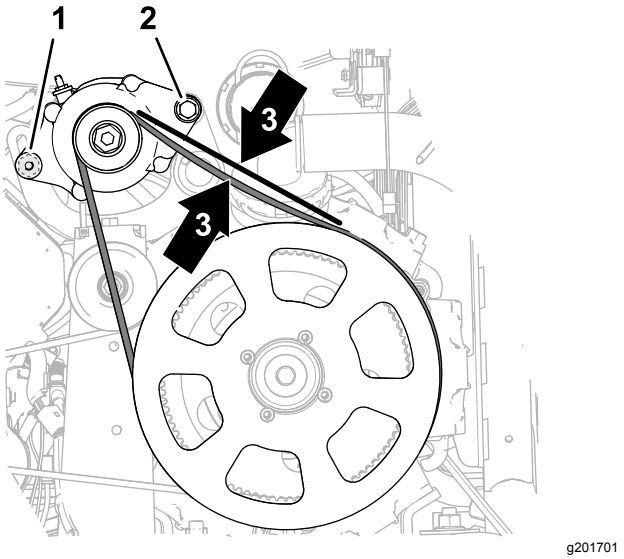

Figur 186
4. Drej generatoren (Figur 186) opad for at øge remspændingen, indtil du kan måle 9,5 mm remafbøjning, når du påfører en belastning på 4,5 kg midtvejs mellem generatorremskiven og drivremskiven (279 mm).